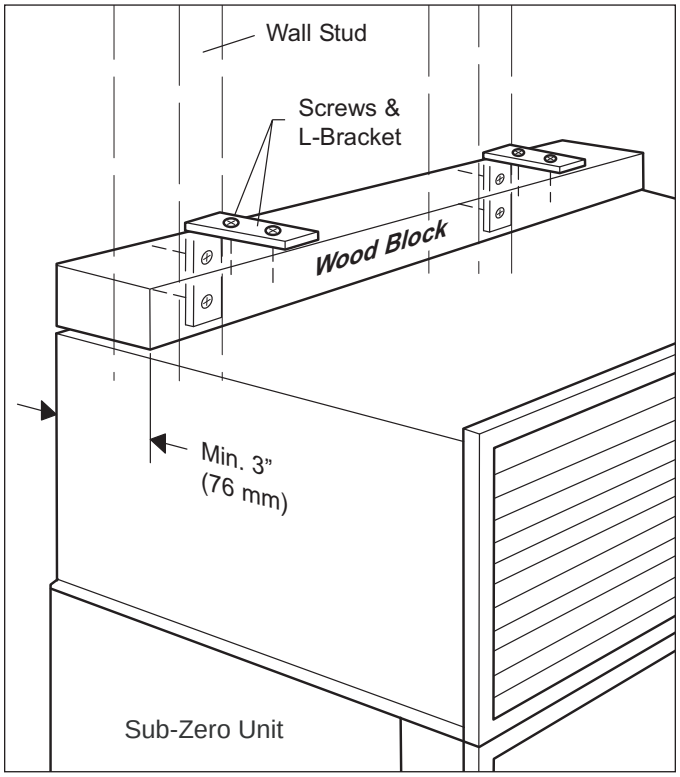

Figure 2-1. Anti-Tip Components
1. Locate and mark two wall studs at back of unit installation location (See Figure 2-1).
2. Identify and mark proper height to clear unit top. Space between unit top and bottom of wood block must NOT be more then 1/4" (6 mm) (See Figure 2-1).
3. Using the L-brackets and screws provided, secure wood block to wall studs, located in step 1, making sure screws extend 7/8" (22 mm) into each wall stud. The wood block must extend a minimum of 3" (76 mm) over unit (See Figure 2-1).